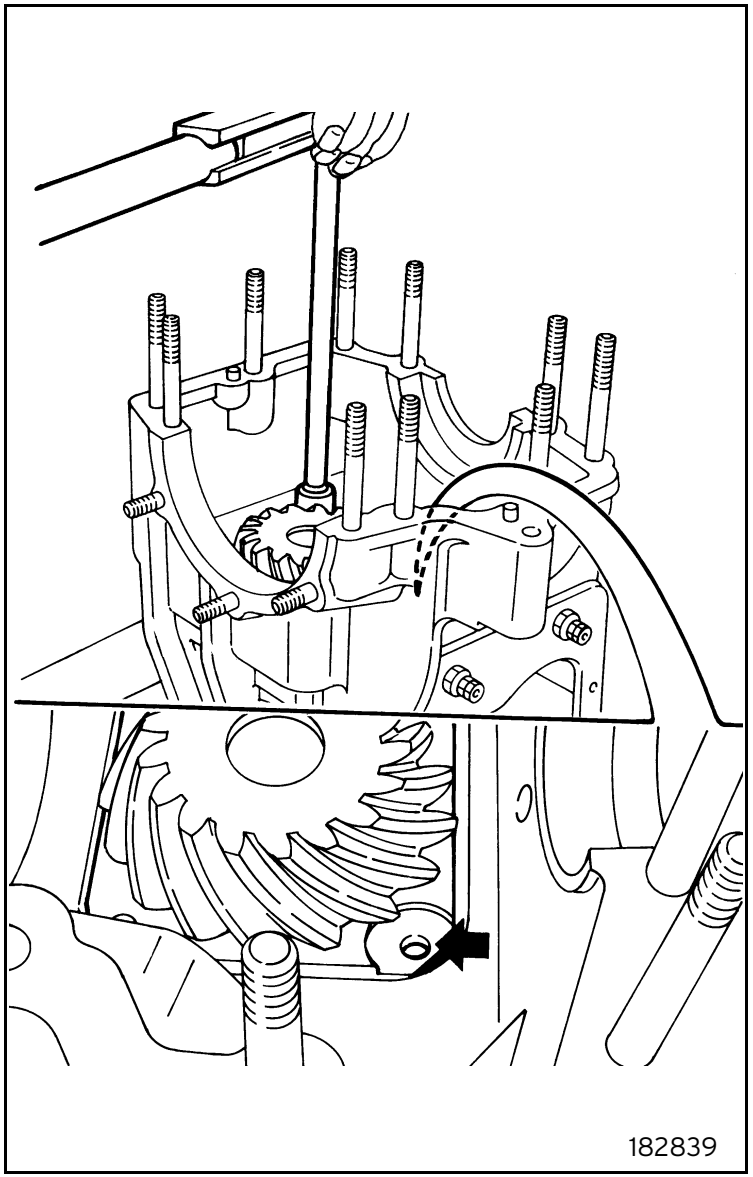

Fig. 39
- Fit the pinion flange with bearings and fasten the screws at the specified tightening torque (figure 39):